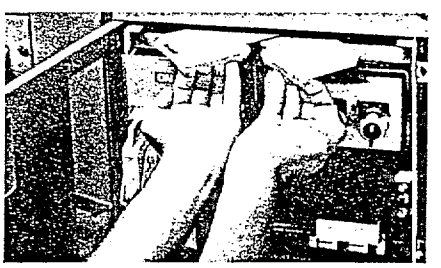

Figure 34: Pulling twin-handle cam mechanism forward
7. Pull forward on the twin-handle cam mechanism located at the top front of the unit to rack the unit partially out of the structure (figure 34). This